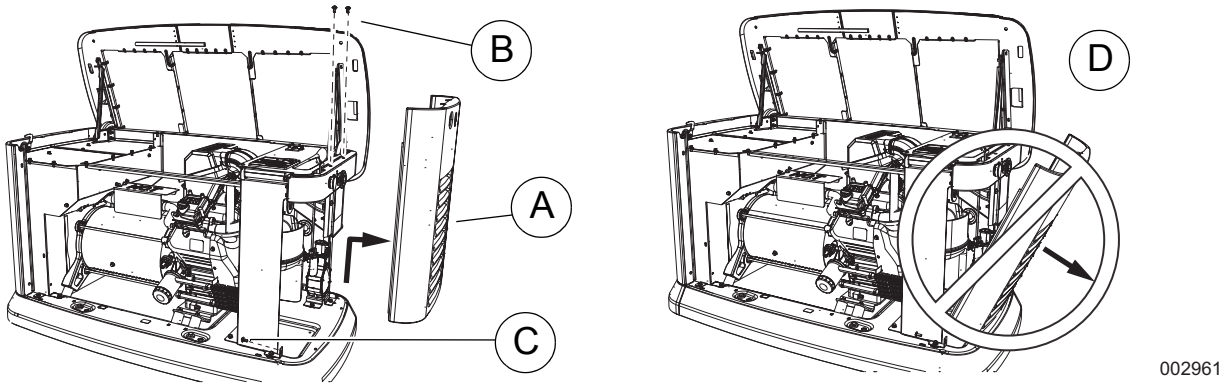

Figure 2-5. Retrait du panneau d'entrée d'air
Voir la section *Figure 2-5*. Vous devez retirer le panneau d'entrée d'air (A) pour accéder au logement à batterie, au régulateur de carburant et au piège à sédiments.
2. À l'aide d'une clé hexagonale, retirez les deux vis de montage (B) et la vis du support en L (C).